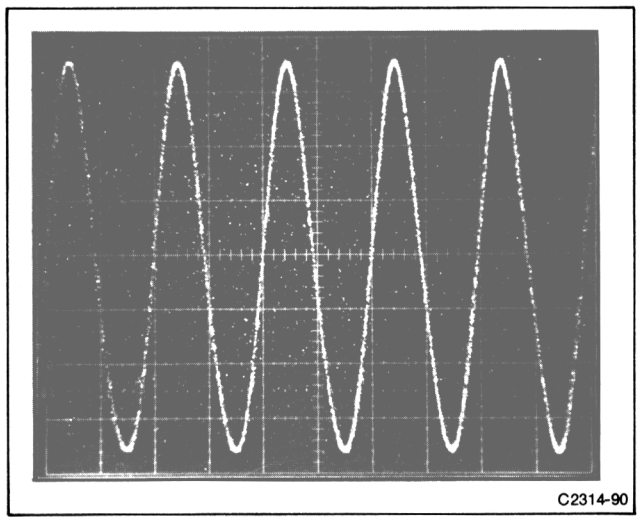

**Figure 5-3. Typical display of Photographic Writing Rate test.**
n. **CHECK**—that the photograph shows the 1 GHz sine-wave clearly (Fig. 5-3 is a typical waveform).